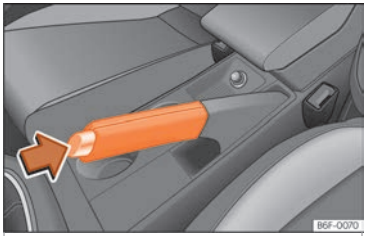

Fig. 219 Travão de mão entre os bancos dianteiros.
– Puxe com força para cima a alavanca do travão de mão ››› Fig. 219.
– Puxe a alavanca um pouco para cima, pressione o botão de desbloqueio no sentido da seta ››› Fig. 219 e faça descer completamente a alavanca ››› ⚠.